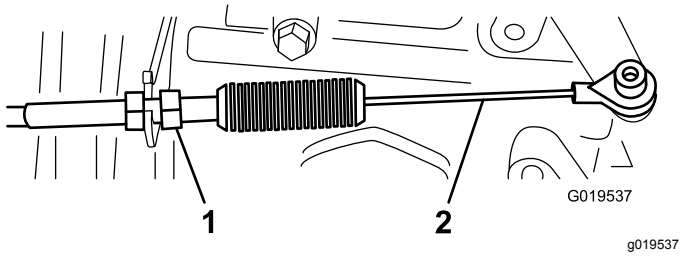
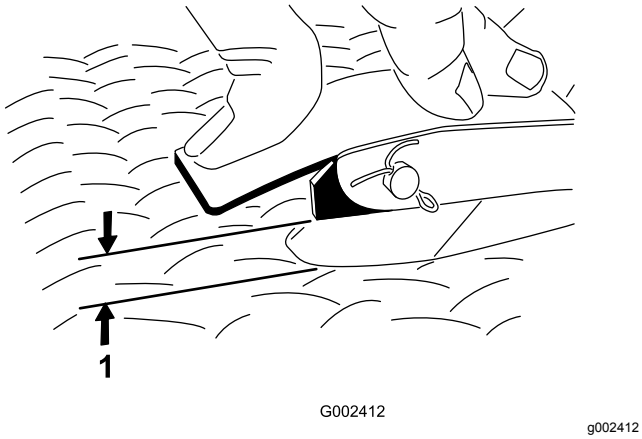

Figur 62
Figur 63
2. Juster kuleleddet på gasspedalkabelen (Figur 62) for å tillate 2,54 til 6,35 mm klaring mellom gasspedalarmen og toppen av gulvplaten med rombeprofil (Figur 63) når det påføres 11,3 kg kraft på midten av pedalen.
3. Stram låsemutteren (Figur 62).